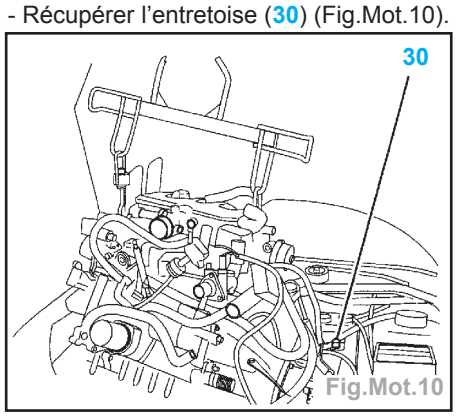
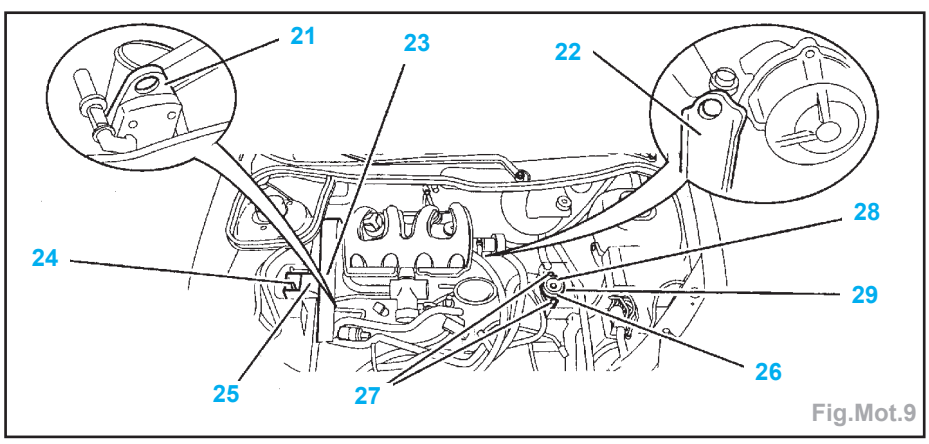

Fig.Mot.10
Fig.Mot.9
- Mettre en place le palonnier équipé de ses crochets sur les pattes d'élingage (21) et (22) puis le mettre en tension (Fig.Mot.9).
• les 3 vis (23),
• l'écrou (24),
• le support moteur droit (25),
• l'écrou (26),
• les 2 vis (27),
• la cale élastique (28),
• les 2 vis de fixation support (29),
• le support (29).
- Récupérer l'entretoise (30) (Fig.Mot.10).